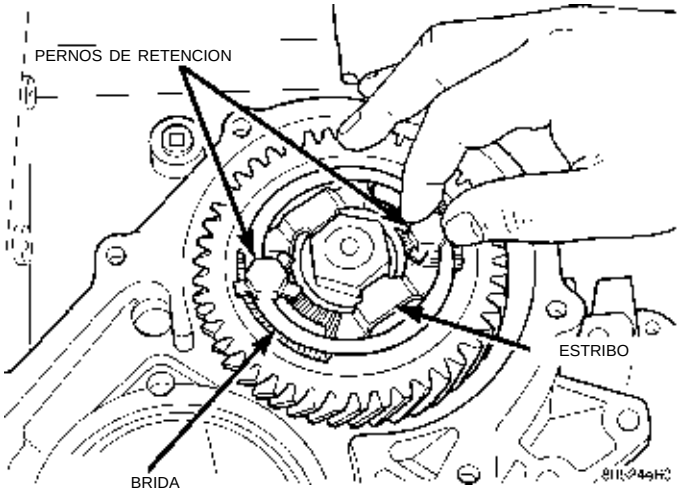

Fig. 154 Extracción del los pernos de la brida
(2) Retire los pernos que fijan la brida de retención al estribo (Fig. 154).